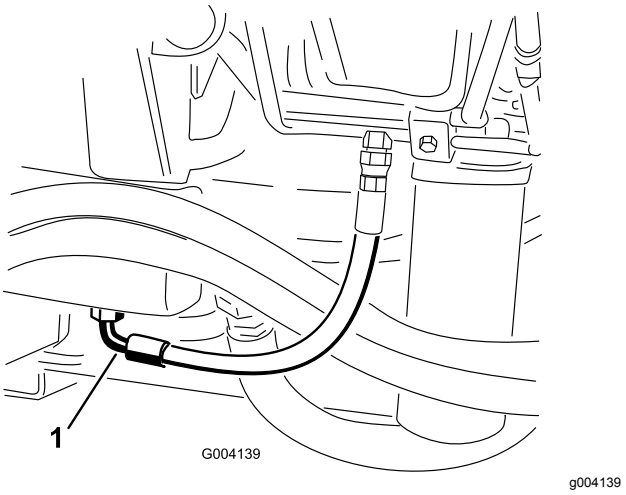

Figur 99
3. Plasser et stort tappefat under nippelen som er festet til bunnen av den hydrauliske væskebeholderen (Figur 99).